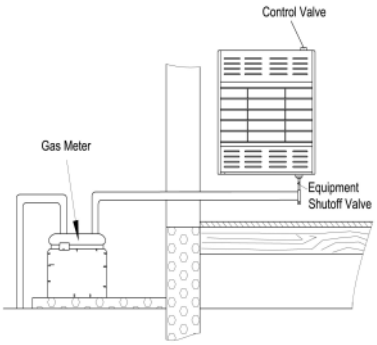

Figure 15 -Checking Gas Joints
3. Check all joints from gas meter to equipment shutoff vane (see Figure 15). Apply mixture of liquid soap and water to gas joints. Bubbles forming show a leak.
4. Check all joints from equipment shutoff valve to control valve (see Figure 15). Apply mixture of liquid soap and water to gas joints. Bubbles forming show a leak.